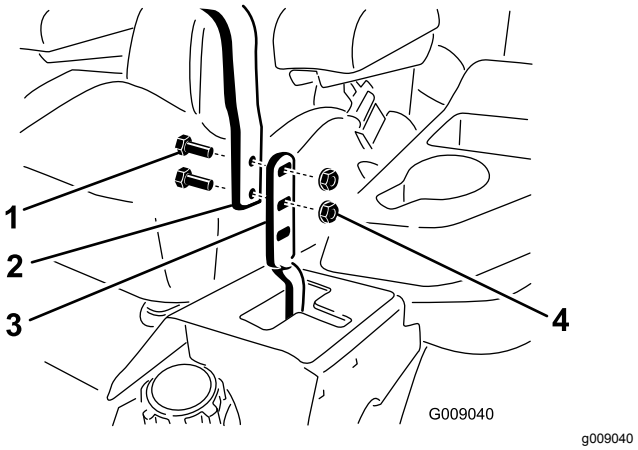

Figuur 76
3. Draai de bouten en flensmoeren van de hendels los (Figuur 76).
4. Zet de hendels in de lengterichting door deze naar elkaar in de NEUTRAALSTAND te brengen. Schuif de hendels tot ze op één lijn staan en draai de bouten vast (Figuur 76).